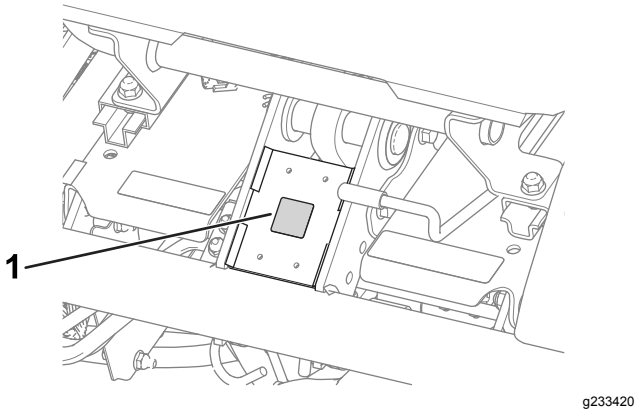

Figuur 11
- Breng de CE-markeringssticker aan op het frame, onder de voorkant van de stoel (Figuur 11).